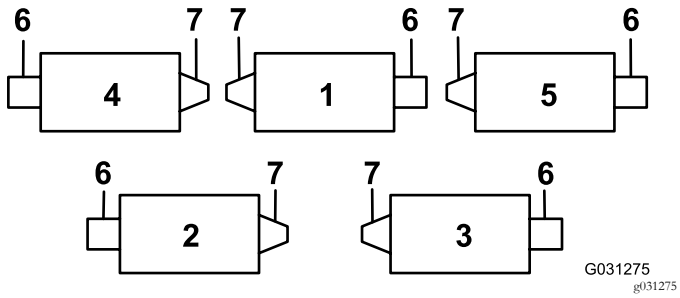
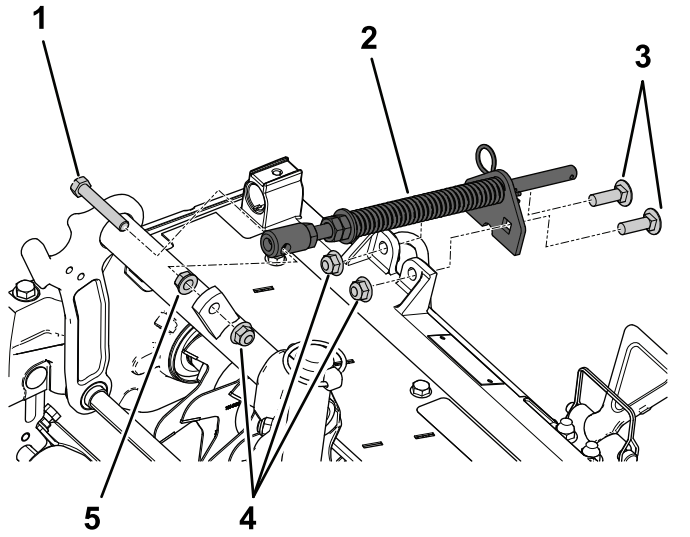

Figura 5
Figura 8
Il raccordo d'ingrassaggio deve essere montato sul lato del motore dei cilindri del verticutter. Utilizzate il seguente schema per stabilire la posizione di ciascun motore dei cilindri (Figura 5).
3. Per le posizioni del verticutter 2 e 4 (Figura 5), spostate la zavorra terminale sul lato opposto dell'apparato di taglio.
Montate il gruppo della molla di compensazione del manto erboso sullo stesso lato del motore del cilindro (Figura 5 e Figura 8).